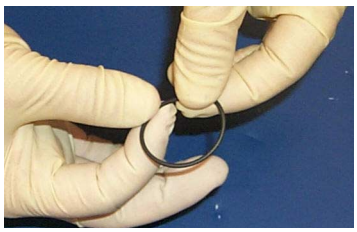

Figure 5-5 O-ring Inspection
2. Carefully inspect the O-ring (Figure 5-5), and if damaged, replace it.